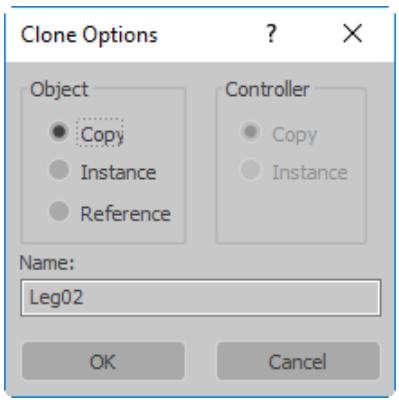

Figure 5-6 *The* ***Clone Options*** *dialog box*
3. In this dialog box, enter **Leg02** in the **Name** text box and make sure the **Copy** radio button is selected, as shown in Figure 5-6. Next, choose the **OK** button; *Leg02* is created over *Leg01*.